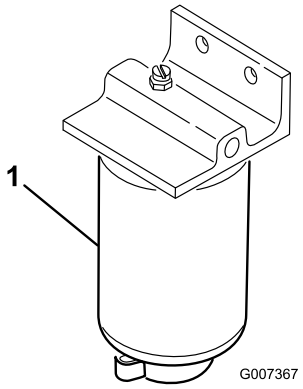

Figur 54
1. Anbring en ren beholder under brændstoffilteret (Figur 54).